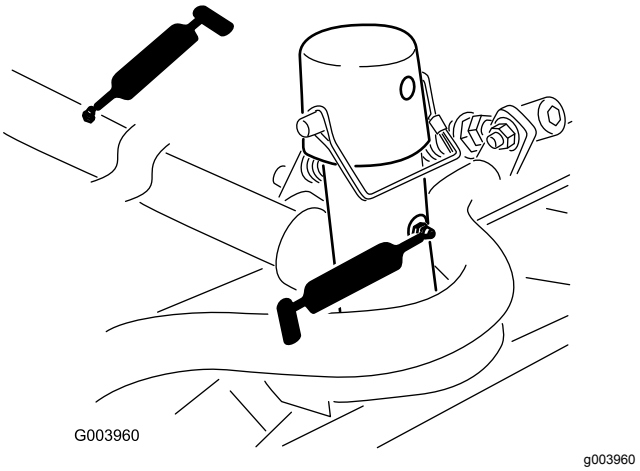

Figuur 76
- Draagframe en draaipunt van maaidek (2 elk) (Figuur 76)